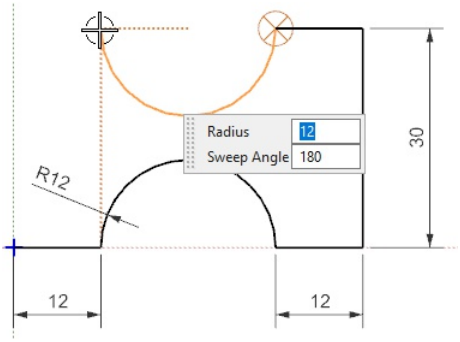

Figure 2-77 *Horizontal and vertical help lines displayed to define the endpoint of the arc*
13. Move the cursor over the lower arc once and then move it toward the left, refer to Figure 2-77.
A horizontal help line is displayed originating from the center of the arc being drawn. At the point where the cursor is vertically in line with the start point of the lower arc, a vertical help line appears from the start point of the lower arc, refer to Figure 2-77.